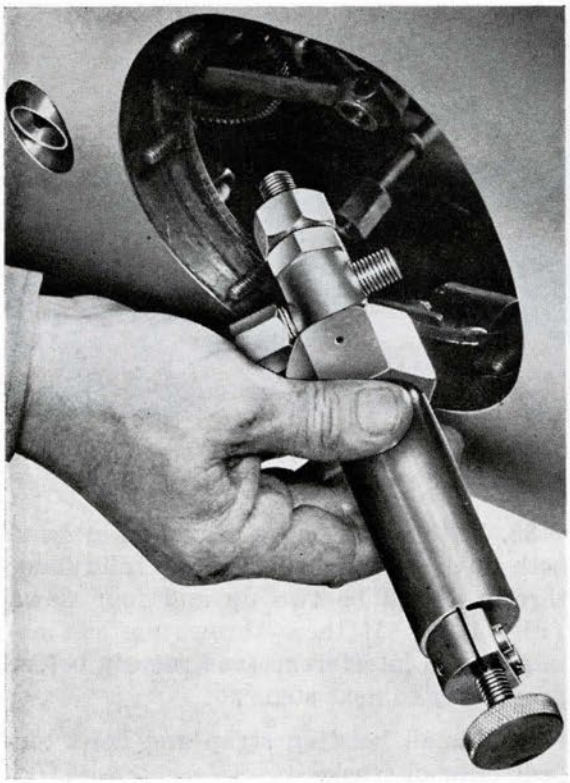

Figure 107
27. Install control valve in afterbody and connect pipes (Fig. 107). **(41, 155, 141A)**